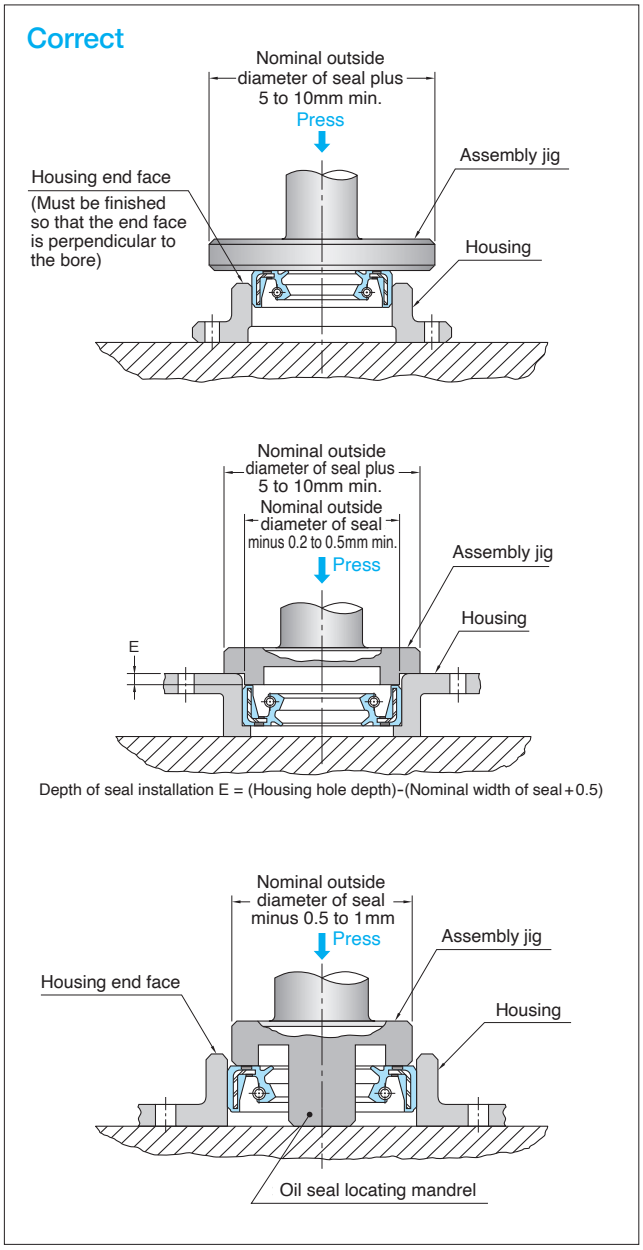

Fig. 7-5 Use Examples of Assembling Jig (applicable to the fit with rubber or metal)
❷ Install the seal squarely using the jig as illustrated in Fig. 7-5.